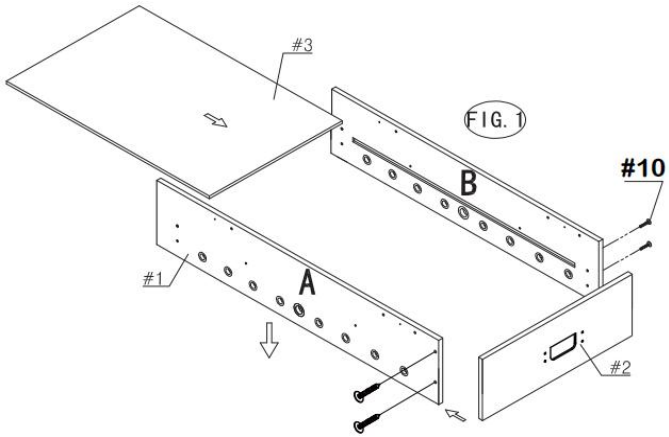

FIG.2.
6) Place the Support Brace (#7) on the Playfield (#3) as shown in FIG.2.Attach it using four of Washer Head Screws (#12).